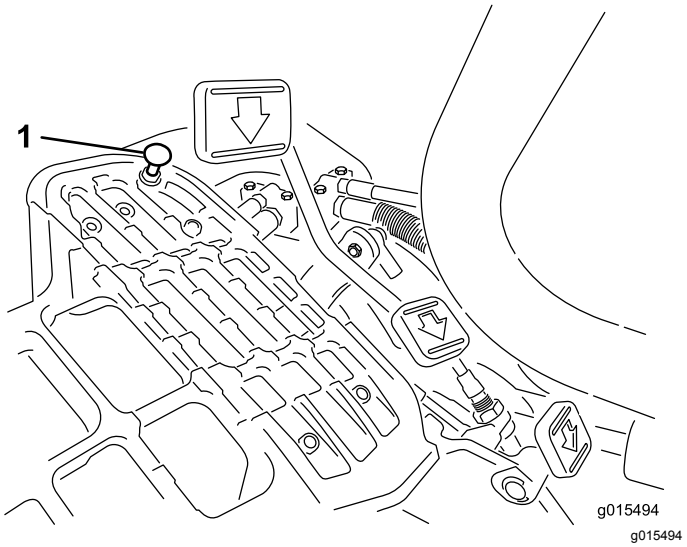

**Figuur 45**
Om de maximale transportsnelheid te verkrijgen, moet u de schakelhendel in de TRANSPORTSTAND zetten en het tractiepedaal intrappen. Als het pedaal contact maakt met de pedaalaanslag (Figuur 45) voordat u spanning op de kabel voelt, voer dan de volgende afstelprocedure uit:
1. Zet de schakelhendel in de TRANSPORTSTAND en draai de borgmoer los waarmee de pedaalaanslag is bevestigd aan de vloerplaat (Figuur 45).